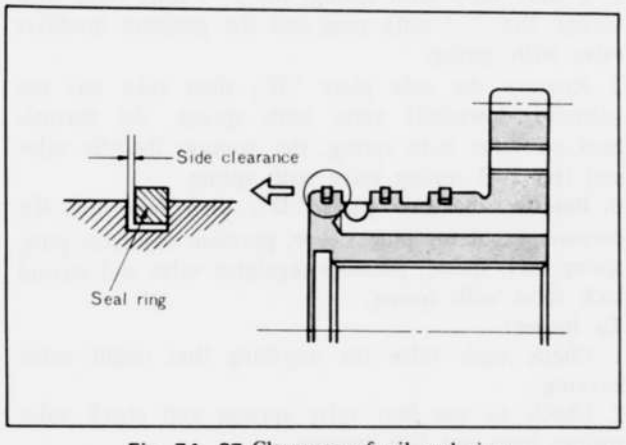

Fig. 7A–37 Clearance of oil seal ring
3. Check the side clearance between the sealing and gloove as shown in Fig. 7A–37. The standard clearance is **0.04 ~ 0.16 mm (0.002 ~ 0.006 in)**. When disassembling the seal ring, squeeze it up so that its joint will rise above the groove, and disconnect the joint.